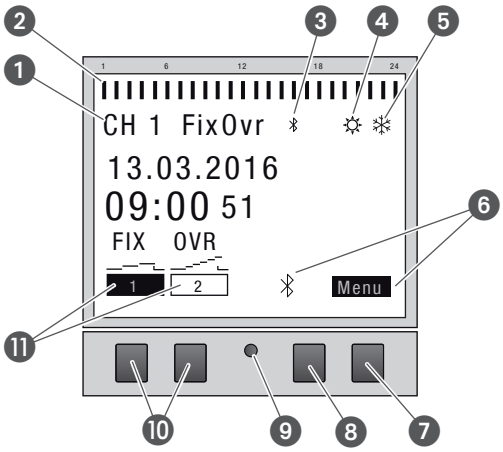

Fig. 2: Display layout
Function of the two buttons on the right (Fig. 2/❼ + ❽)
Function of the two buttons on the left (Fig. 2/⑩)
The menu structure appears on the display when you press the menu button (Fig. 2/❼).